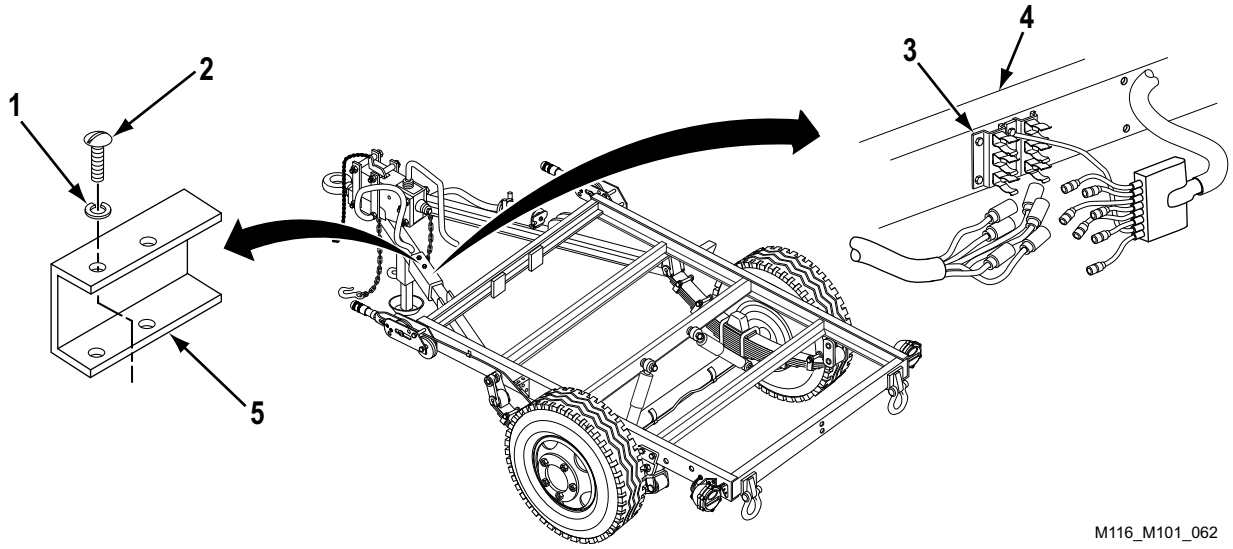

Figure 1. Junction Box Cover Removal.
1. Remove four screws (Figure 1, Item 2), lockwashers (Figure 1, Item 1), and cover (Figure 1, Item 5) from junction box (Figure 1, Item 3) at roadside drawbar (Figure 1, Item 4). Discard lockwashers (Figure 1, Item 1).